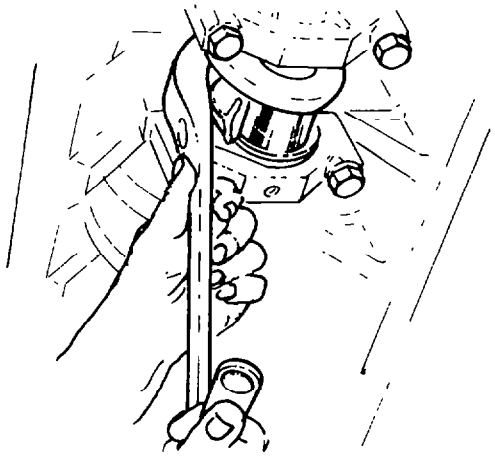

Fig. 81 — Positioning Connecting Rod over Crankpin
p. Using tool J-21480 draw the connecting rod downwards,as as shown in fig. 81, and at the same time guide it past the piston cooling nozzle; position the big-end over the crankpin.